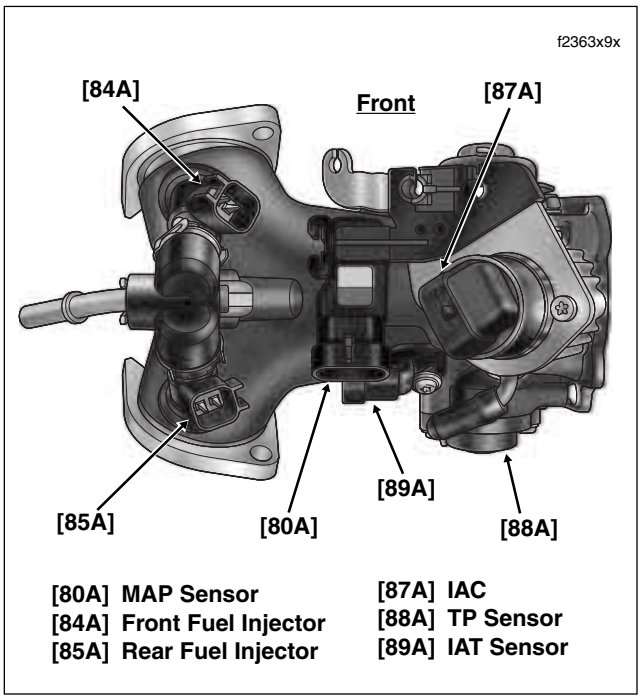

Figure 8-163. Induction Module Assembly (Top View)
c. Remove IAC connector [87] and MAP sensor connector [80]. See Figure 8-163.